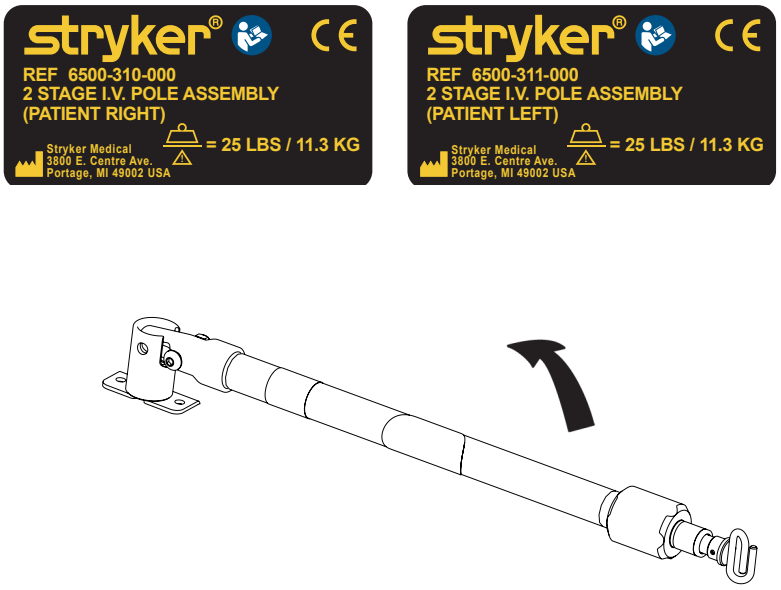

Figur 61
1. Løft og drej stativet fra opbevaringspositionen og tryk ned, indtil det låses fast i holderen (A).
2. Stativets højde øges ved at dreje låseaktuatoren (B) mod uret og trække opefter i den teleskopiske del (C) af stativet for at hæve det til den ønskede højde.
3. Drej låseaktuatoren (B) med uret for at låse den teleskopiske del på plads.
4. Hæng dropposerne på dropkrogen (D).
5. Drej låseaktuatoren (B) mod uret og skub afsnit (C) ind i røret for neden.
6. Drej låseaktuatoren (B) med uret for at stramme.
7. Løft op og drej stativet ned i opbevaringspositionen (se Figur 61).